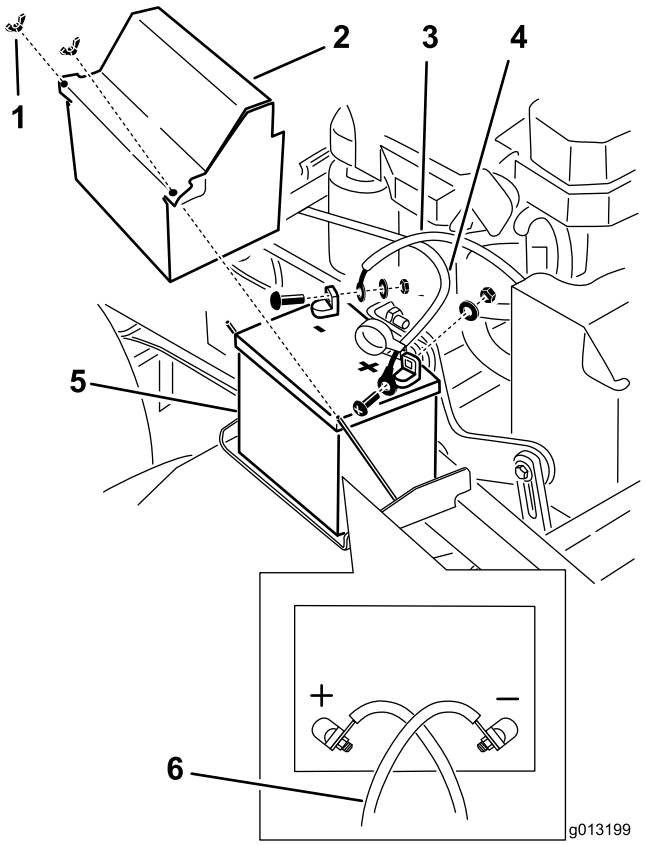

Figur 52
3. Tag først batteriets minuskabel af minuspolen (–) (Figur 52).
5. Fjern batteriets (røde) pluskabel (Figur 52).
6. Fjern batteriets holdeplade (Figur 52), og tag batteriet ud.
1. Sæt batteriet tilbage på maskinen (Figur 52).
3. Slut batteriets (røde) pluskabel til pluspolen (+) med en møtrik, spændeskive og bolt (Figur 52).
5. Slut batteriets minuskabel og jordledningen til minuspolen (–) med en møtrik, spændeskive og bolt (Figur 52).
Bemærk: Når batterikablerne krydser over hinanden, er de korrekt monteret (Figur 52).